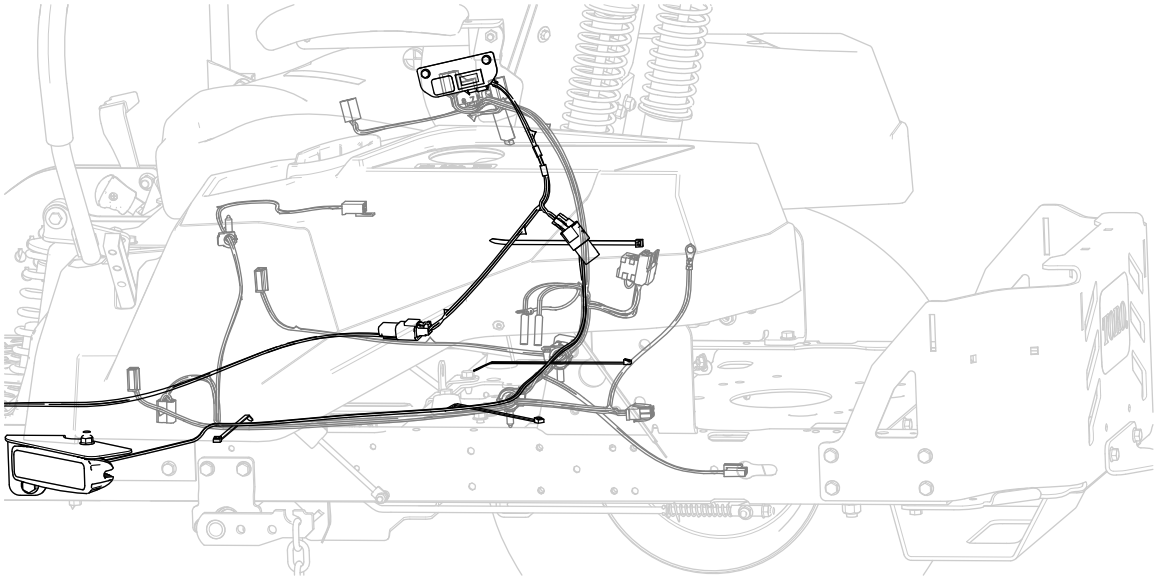
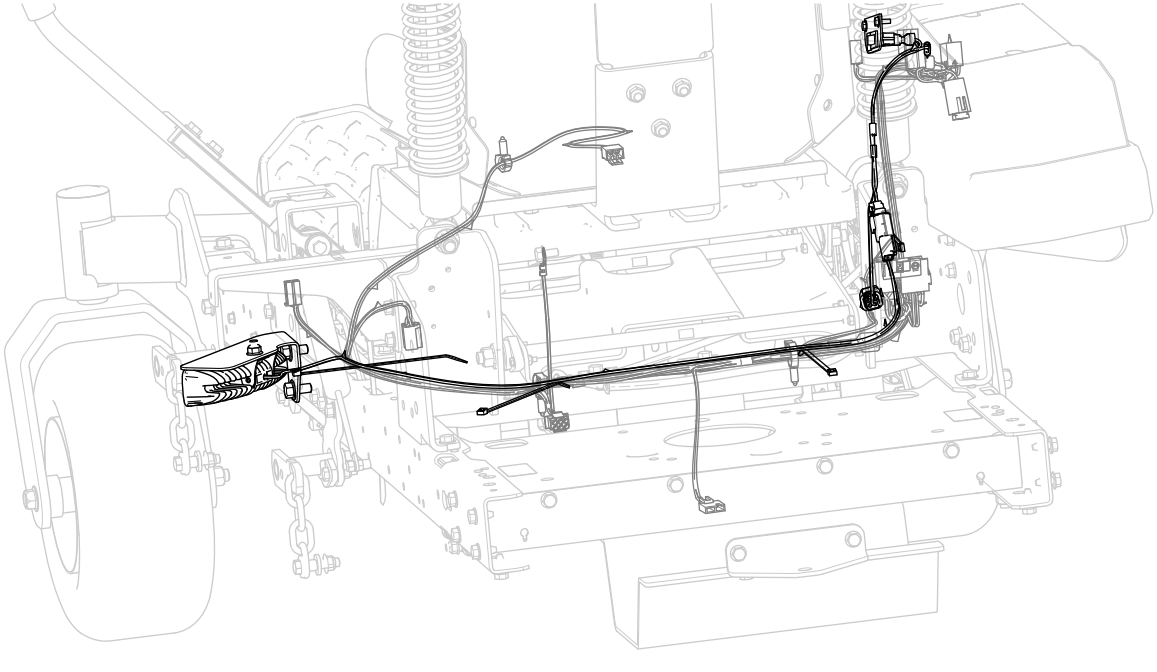

Figuur 9
Figuur 10
1. Leid de kabelboom van links naast de brandstoftank en langs de hoofdkabelboom van de machine (Figuur 9).
2. Leid de kabelboom verder onder de stoelplaat in de richting van de bedieningsorganen (Figuur 10).
3. Leid de kabelboom verder in de richting van de bedieningsorganen (Figuur 10).
4. Bevestig de kabelboom aan de hoofdkabelboom van de machine; gebruik 4 kabelbinders zoals wordt afgebeeld in Figuur 9 en Figuur 10.
5. Verbind de kabelboomaansluiting van het zijlicht met de connector van de kabelboom voor de verlichtingsset (Figuur 10).